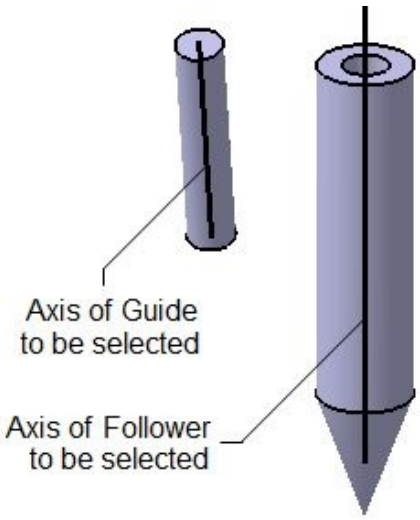

Figure 16-85 *Axes to be selected for creating the Cylindrical joint*
2. Select the central axis of the Guide, as shown in Figure 16-85; you are prompted to select the second line.
3. Select the central axis of the Follower, refer to Figure 16-85. Note that orientation should be the same as shown in the figure.